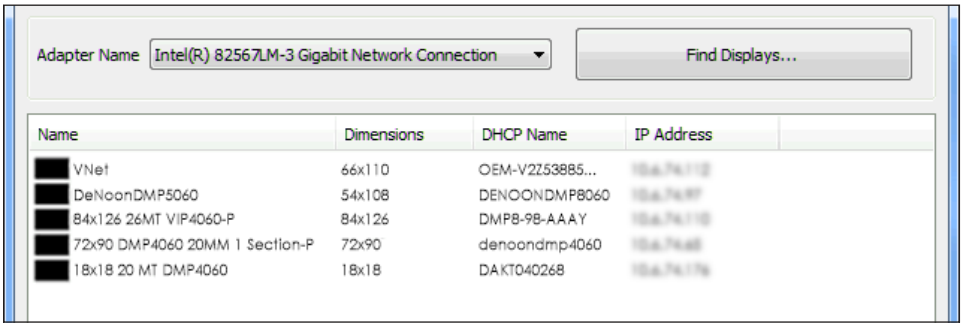

Figure 7: *Detected Displays*
2. Click **Find Displays** to detect any devices using the selected network adapter. Detected devices are listed in the bottom window of the utility. Refer to **Figure 7**.